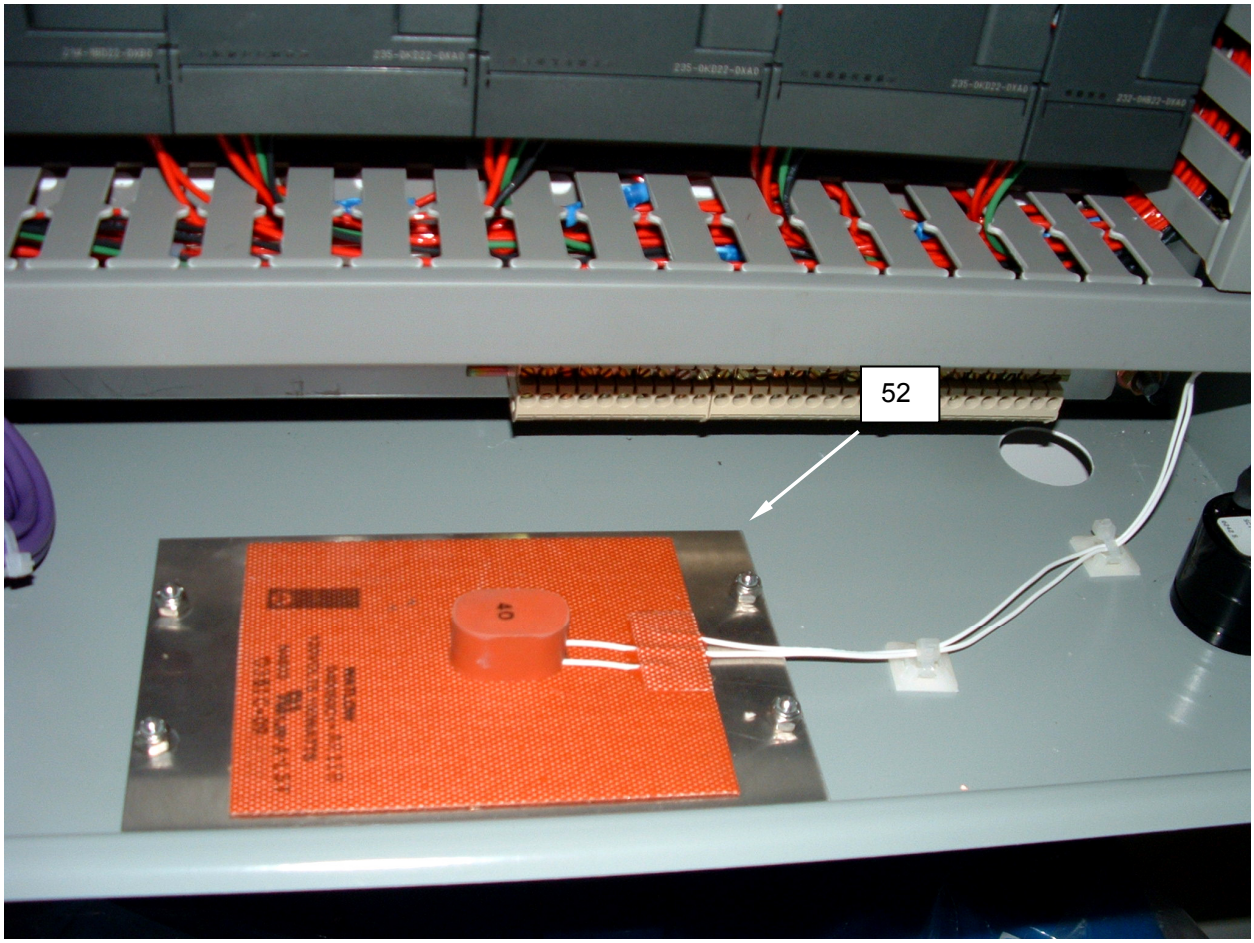

Figure 26. Test the Electric Box Heater.
3. Tag and disconnect wiring from heater **(Figure 26, Item 52)**. It may be necessary to cut and strip the heater wiring to test the heater.
5. Connect wiring to heater **(Figure 26, Item 52)** as tagged.